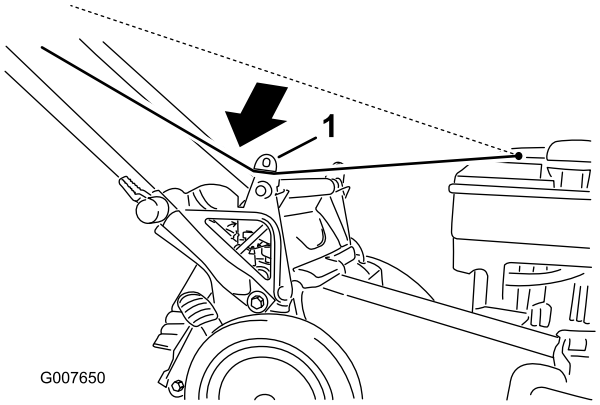

Figur 21
1. Før startsnoren rundt den nedre snorføreren (Figur 21).